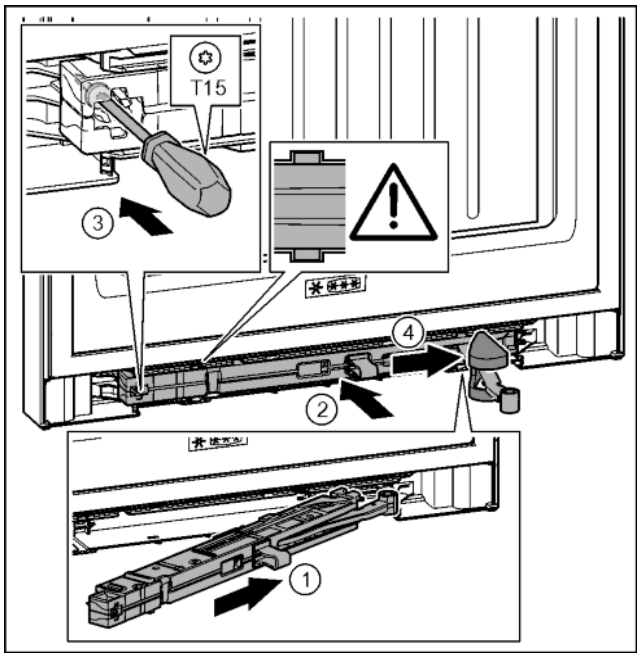

Fig. 42
- ▶ Slide the soft stop mechanism on the bearing bracket side at an angle into the slot as far as the limit stop. *Fig. 42 (1)*
- ▶ Slide the soft stop mechanism fully into the slot. *Fig. 42 (2)*
- ▶ Tighten the screw with the T15 screwdriver. *Fig. 42 (3)*
- ▶ Push the cover over the hinge. *Fig. 42 (4)*